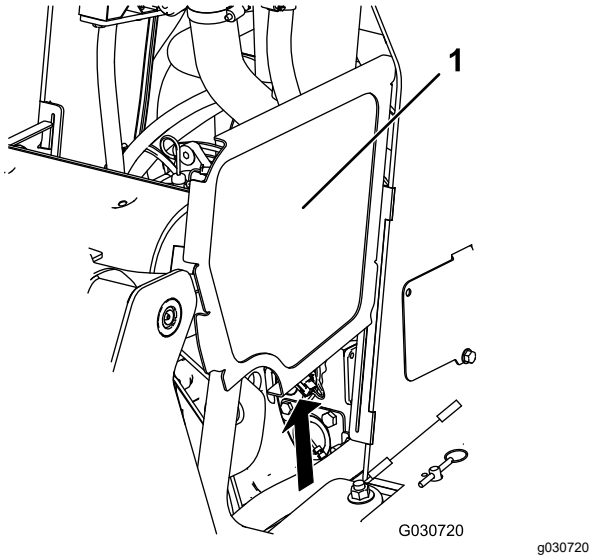

Рисунок 35
2. Сдвиньте вверх боковые решетки (Рисунок 35) и извлеките их из пазов передней решетки и рамы.